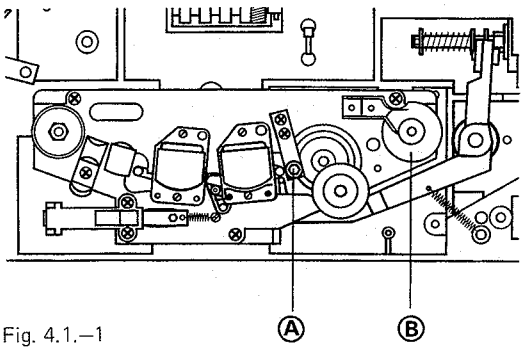

Fig. 4.1.–1
– Bandführungen reinigen, Bandführung (A) ***nicht verstellen.*** Wenn nötig, kann die Bandführung mit einem Kreuzschlitz-Schraubenzieher vom Kopfträger gelöst werden (2 Schrauben, Fig. 4.1.–1).
– Tacho-Rolle (B) reinigen (MKII).
– Clean tape guides, take care ***not to alter*** the adjustment of guide (A). The tape guide may be removed from the headblock after undoing its Phillips head mounting screws (2 screws, fig. 4.1.–1).
– Clean the tacho roller (B) (MKII).
Nettoyez les guides de bande, ***ne pas dérégler*** le guide de bande (A), qui si nécessaire ne sera démonté qu'avec son support, à l'aide d'un tournevis à croix (2 vis, fig. 4.1.–1).
– Nettoyez la roue tachymètrique (B) (MKII).